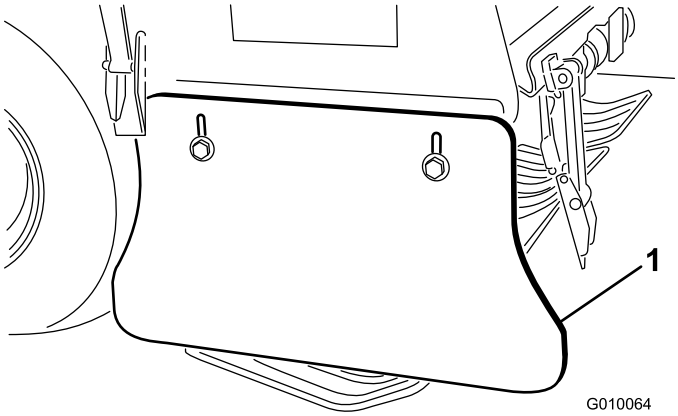

**Figur 62**
1. Løsn de bolte og møtrikker, der fastgør sideskærmen til stellet (Figur 62).